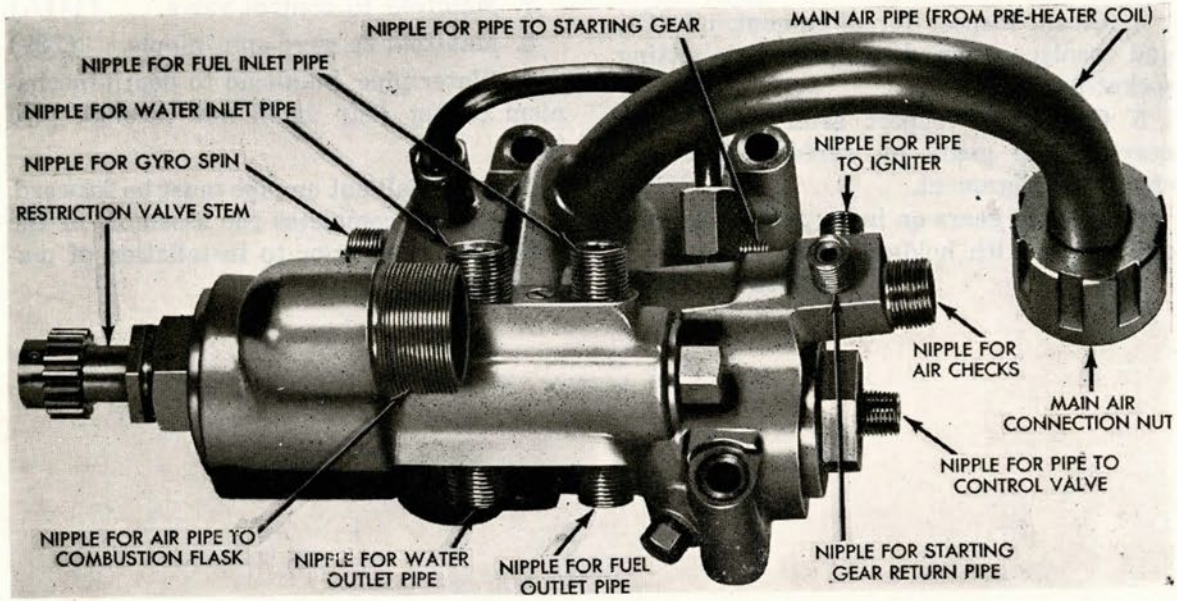
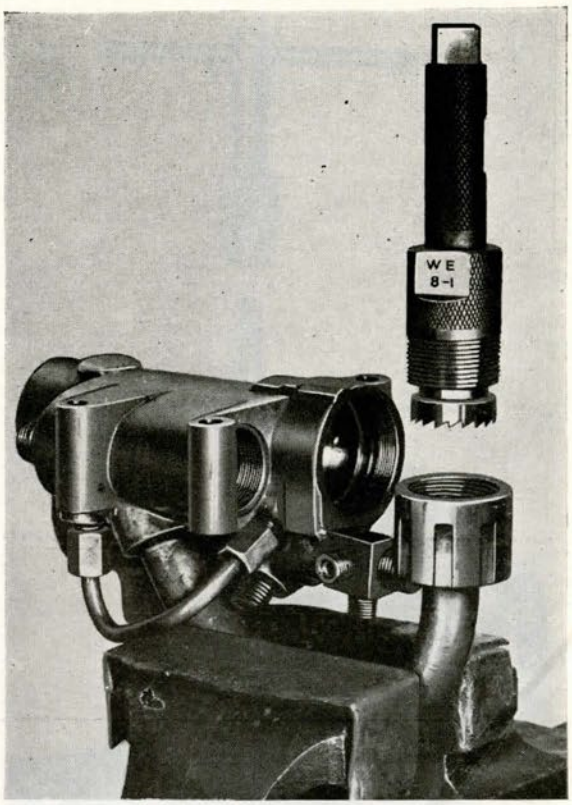

Figure 165
Figure 166
*D. Nipples and Pipe Collars for Reducing-Valve Body (Fig. 165)
1. Secure reducing-valve body to swivel stand. (386)
2. Chase threads on main air-connection nut, and replace collar on pipe (Fig. 166). (WE97, WE81)